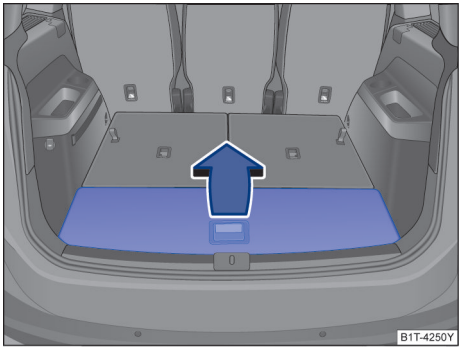

图 206 行李厢内：行李厢地板（部分车型）
– 打开行李厢盖板：握住把手沿箭头方向→ 图 206 将行李厢地板向前翻折到底。